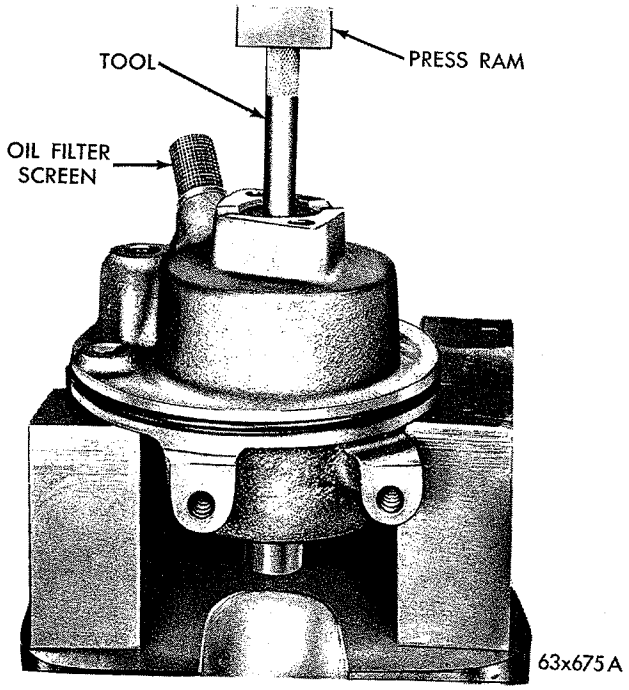

***Fig. 13—Removing Shaft, Rotor and Front Insert***
(4) Support pump housing with insert clear of arbor press table and press shaft, rotor and insert out of housing (Fig. 13).
(5) Broken edges or deep scoring of rotor and slippers will require pump body replacement.
(6) Smooth off burrs on pulley end (only) of pump shaft to prevent seal damage on installation. Clean all parts thoroughly with solvent. Cleanliness is essential throughout pump assembly. Reassemble with new slipper springs if possible.
(7) Using a piece of wire 25 inches long, make three turns around center of rotor, fastening ends